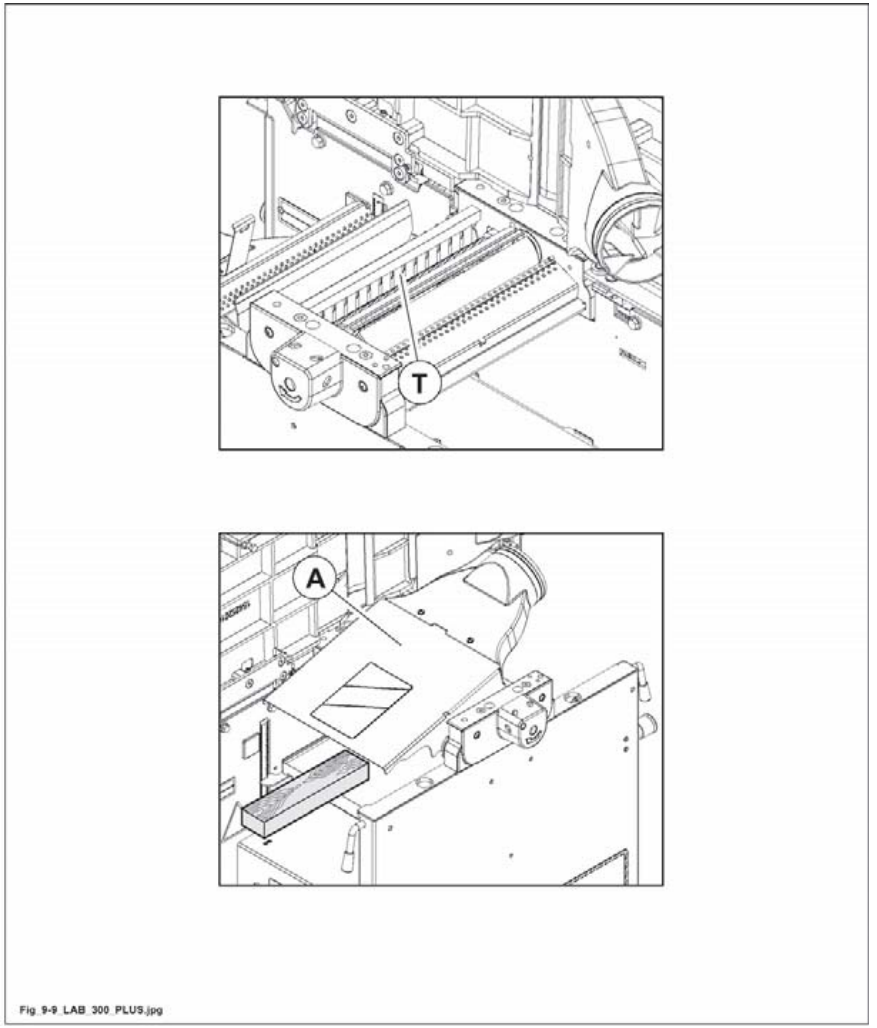

Abb. 9.9
- Zweckmässige Rückschlagfinger (T Abb. 9.9) mit automatischem Betrieb für jede Holzstärke verhindern, dass das bearbeitete Holzstück zum Bediener zurück geschoben werden kann und sichern somit einen wirksamen aktiven Schutz.
- Vor jeder Arbeitsschicht prüfen, ob alle Rückschlagfinger (T Abb. 9.9) um ihre Welle frei rotieren können.
- Das Vorliegen von Spänen und Staub an den Rückschlagfingern (T Abb. 9.9) kann den einwandfreien Betrieb der Maschine beeinträchtigen.
- Durch das Öffnen der Rückschlagfinger (T Abb. 9.9) ist es möglich, dass Splitter ausgestoßen werden, wodurch die Sicherheit des Bedieners gefährdet ist.
- Damit die Rückschlagfinger (T Abb. 9.9) nicht verhärten oder blockieren müssen sie immer sauber gehalten werden; zu diesem Zweck bläst man Späne oder Holzstückchen dazwischen mit Druckluft weg.
Das Dickenhobeln ist möglich nur wenn Schutzvorrichtung in richtiger Position ist (A Abb. 9.9).